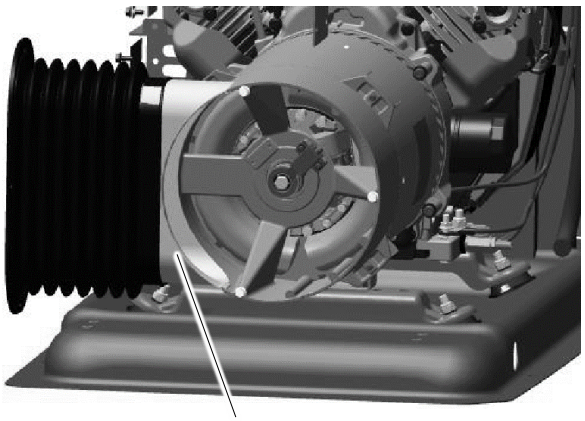

Figure 135 Alternator Duct and Bellows Installation
The opening for the alternator duct must be on the left side as you face the alternator end. Refer to Figure 135.
8. Install the alternator duct and bellows as shown in Figure 135.